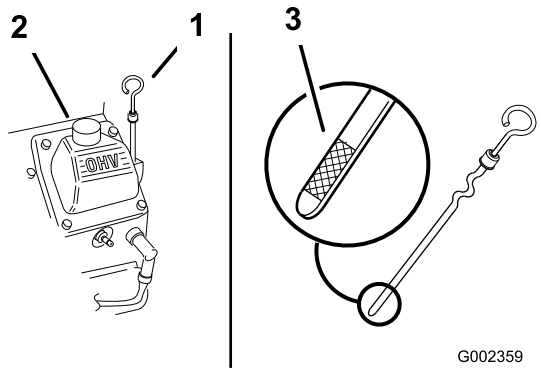

**Figur 21**
3. Rengør området omkring målepinden (Figur 21), så der ikke trænger snavs ned i påfyldningshullet, hvilket kan beskadige motoren.
4. Skru målepinden af, og tør enden ren (Figur 21).
5. Før målepinden helt ind i påfyldningsrøret, men skru den ikke fast på røret (Figur 21).
6. Hæld langsomt ca. 80 % af den angivne olie i påfyldningsrøret (Figur 21).